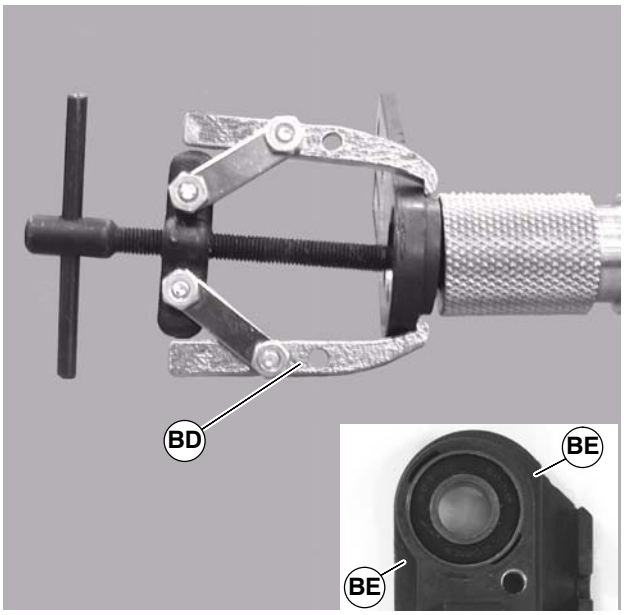

Figure 37
4. With bearing removal tool, (BD of Figure 37), part number 807–1078, remove head plate from stub-shaft. Connect tool jaws at indicated points (BE).